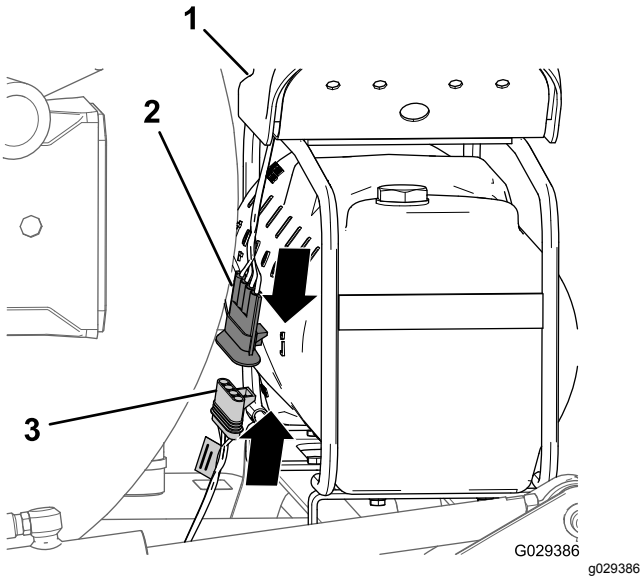

Figur 200
1. På enden av den 236 cm lange forgreningen av ledningssatsen innretter du kontakten med fire sokler i ledningssatsen for finishingsettet med kontakten med fire pinner i ledningssatsen for kompressoren (Figur 200).
2. Sett inn kontakten med 4 pinner i kontakten med 4 sokler (Figur 200).